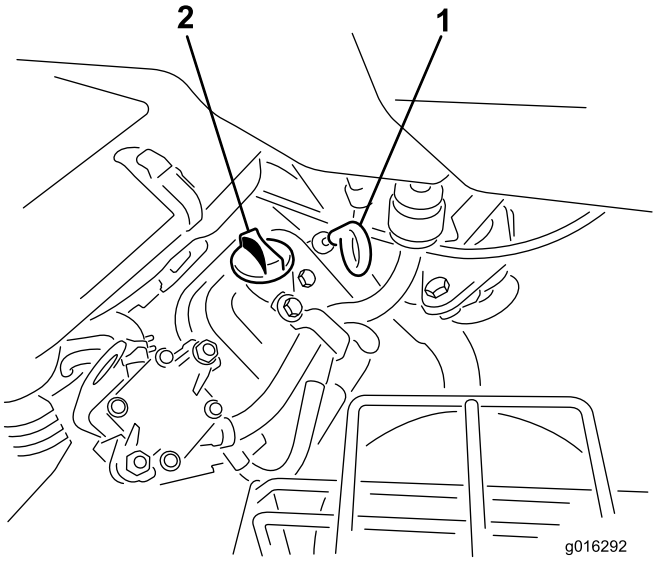

**Figur 27**
2. Ta ut oljestickan och torka av den med en ren trasa. Stick ned oljestickan i röret, skruva fast den och se till att den sitter ordentligt (Figur 27).